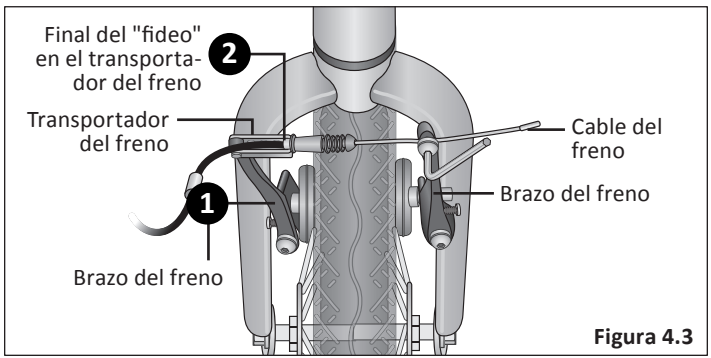

Figura 4.3
1. Apriete los dos brazos del freno uniéndolos hasta que las zapatas del freno toquen el rin. **Figura 4.3**